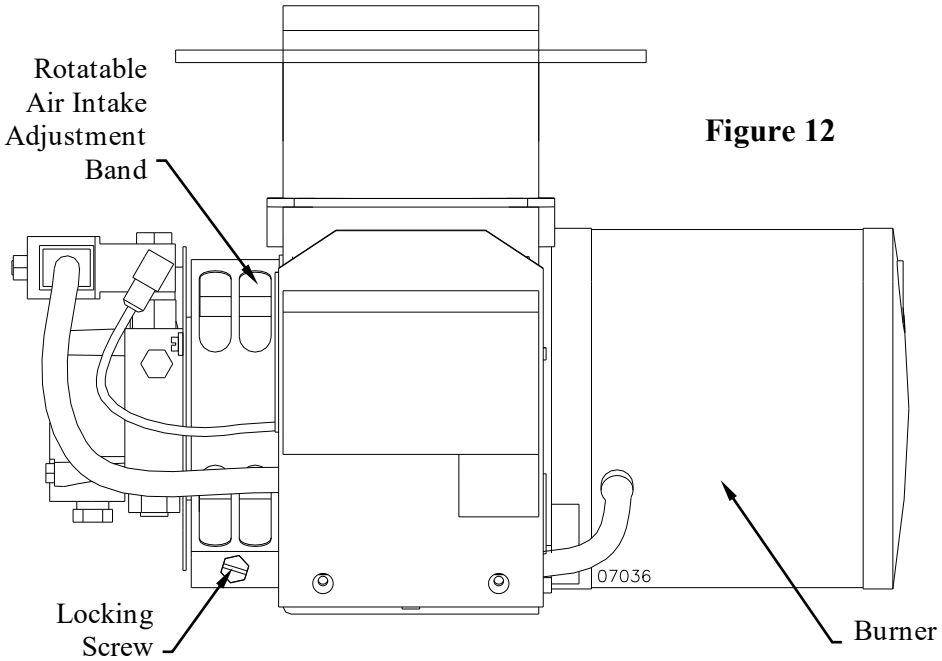

Figure 12
3. Locate the air intake adjustment band as shown in Figure 12 below.